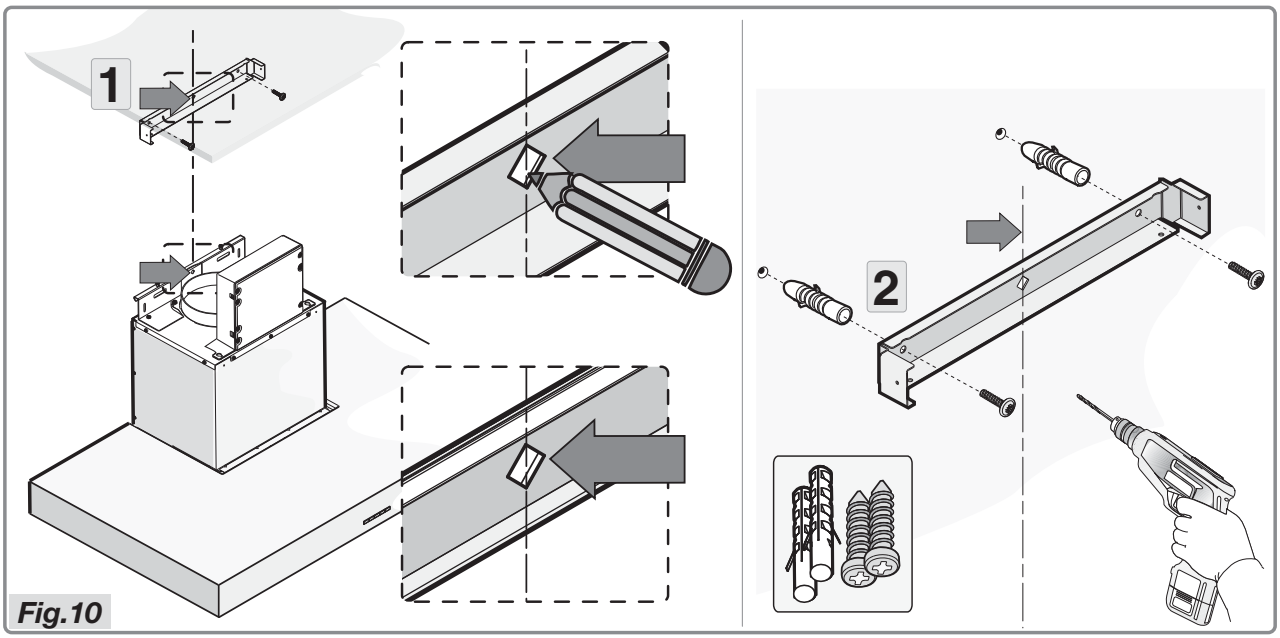

Fig.10
- Positioneer de beugel met verwijzing naar de maten in figuur 1 en zet hem op zijn plaats met de meegeleverde schroeven en pluggen (Fig.10).